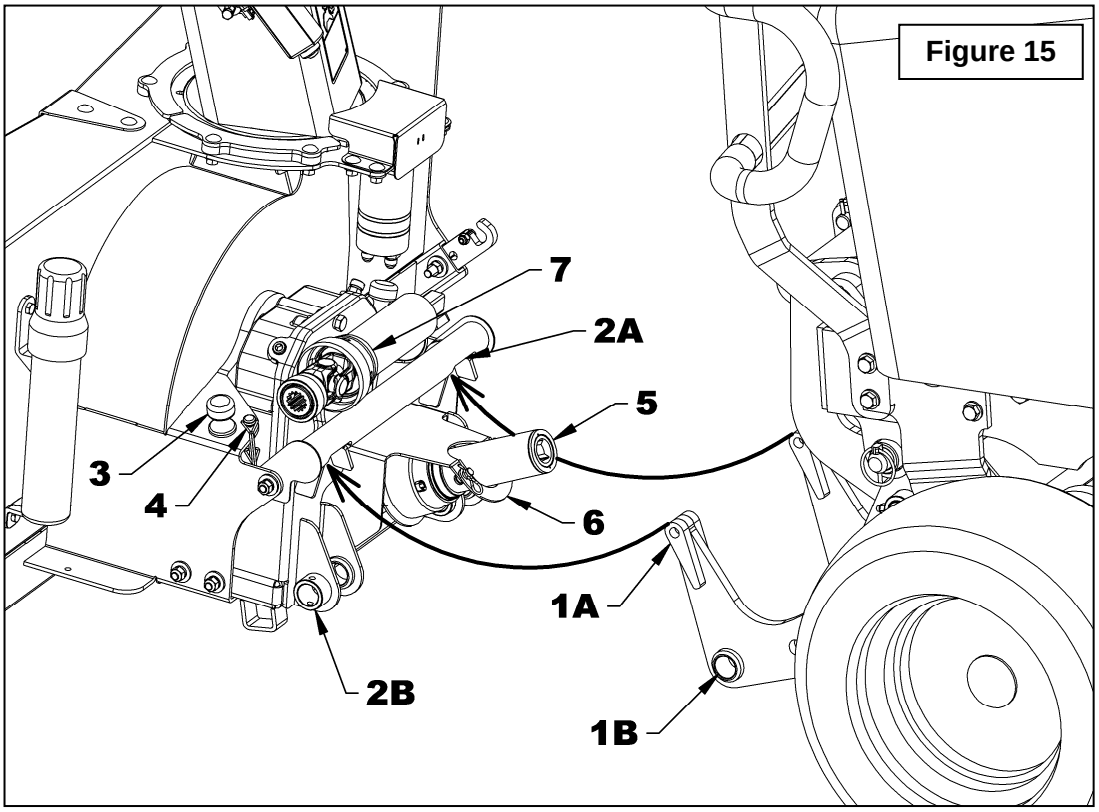

Figure 15
4. **Figures 15:** S'assurer que les arbres à cardan ainsi que les points de connexion des deux attaches (items 1A, 1B, 2A et 2B) sont propres et qu'ils ne sont pas recouverts de neige ou de glace.
5. **Figure 15:** S'assurer que les deux goupilles de l'attache de la souffleuse (item 3) et les deux goupilles de verrouillage rondes (item 4) sont bien installées sur le bâti de la souffleuse.
6. **Figure 15:** S'assurer que le demi arbre à cardan de la souffleuse (item 5) est bien installé sur le support en "U" (item 6) du garde protecteur de la souffleuse.
7. **Figure 15:** S'assurer que le demi arbre à cardan mâle (item 7) est bien déposé sur le dessus de l'attache femelle de la souffleuse.
Figure 15 : Démarrer le tracteur, retirer le frein de stationnement, avancer lentement en vous assurant de bien aligner l'attache femelle de la souffleuse avec l'attache mâle du tracteur. Abaisser suffisamment l'attache mâle du tracteur afin que les deux pointes supérieurs de l'attache (item 1A) puissent s'insérer dans les ouvertures du tube (item 2A) de l'attache femelle de la souffleuse.
Figure 15 : À l'aide du levier de commande hydraulique du tracteur, soulever l'équipement complètement vers le haut dans le but de bien positionner l'attache de l'équipement avec l'attache mâle du tracteur. Cette étape va permettre aux coussinets de l'attache mâle (item 1B) de bien s'aligner avec les coussinets de l'attache femelle de la souffleuse (item 2B).